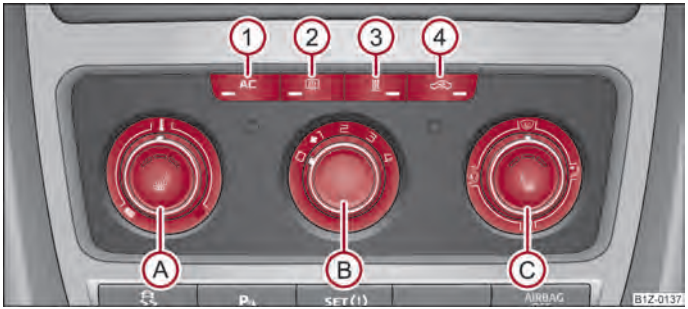

Fig. 94 The air conditioning system: Control elements
The cooling only operates if button AC ⇒ fig. 94 ① is pressed, and the following conditions are met:
– Turn the control dial Ⓐ ⇒ fig. 94 to the right in order to increase the temperature.
– Press the button AC ① ⇒ fig. 94. The warning light lights up in the button.
- Controls Ⓐ, Ⓑ, Ⓒ and the ① button and ④ ⇒fig. 94.
– Press the button ④ ⇒fig. 94 the warning light lights up in the button.
The recirculated air mode is switched off automatically if the air distribution control Ⓒ is in position ⇒fig. 94. You can also switch recirculated air mode on again from this setting by repeatedly pressing pushbutton. ▶